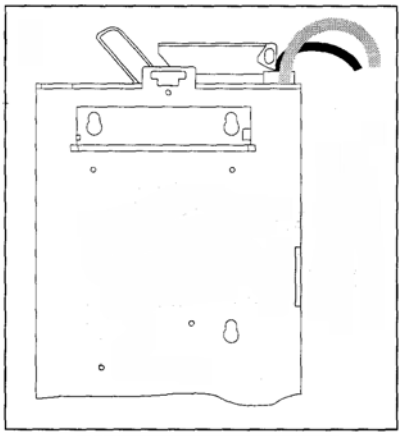

Рис. 7: Установка монетоприемника
- Установите монетоприемник (3 отверстия) (рис. 7).